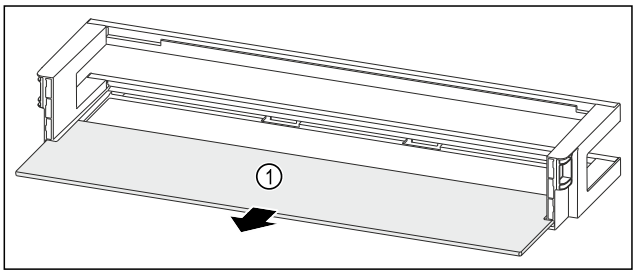

Fig. 145 Door rack with shelf
▶ Remove the shelf *Fig. 145 (1)*.